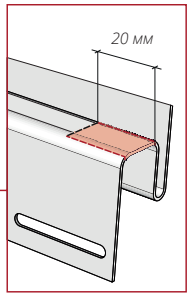

Рисунок 51.1
13.7 Отметьте от края околооконной планки расстояние 20 мм по центру ребер (рис. 51.1). Сделайте резы, используя ножницы.